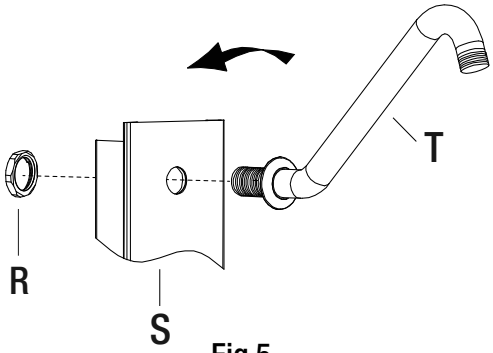

Fig.5
- Insert the shower arm (T) into the shower column (S) and secure it with the nut (R), see Fig. 5.